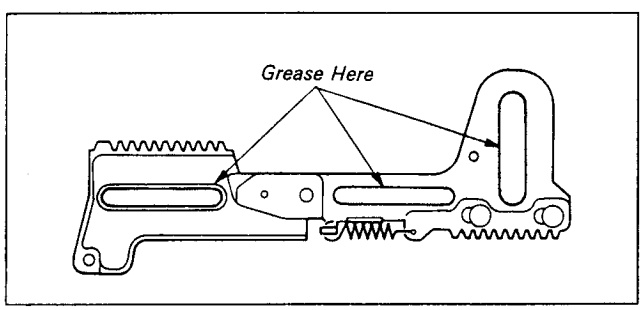
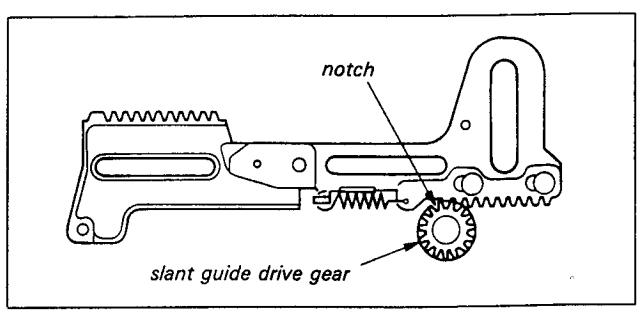

Fig. 7-31.
Fig. 7-32.
**Note:** At this time, confirm the engagement position of the slant guide drive gear and L slider assembly gear. (See Fig. 7-32.)
1) Lubricate the portions indicated in Fig. 7-31.
2) Mount the tension regulator load arm assembly ❷ and the stopper washer ❻.
3) Mount the L slider assembly ❺ while pushing the RL arm assembly protrusion ❹ in the direction of arrow.
4) Put the tension regulator load arm assembly ❷ pin into the M slider groove. (Refer to 7-3-15. M slider)
5) Mount the two stopper washers ❸.
6) Refer to 3-4, 2. Mounting, 2), and place the tension regulator load arm assembly ❷ pin in the tension regulator arm assembly cam groove.
8) Engage the slant guide drive gear so that the notch is 1 tooth away from the L slider assembly left side tooth. (See Fig. 7-32.)
9) Mount the entrance guide (P) assembly according to 7-3-10., 2. Mounting.